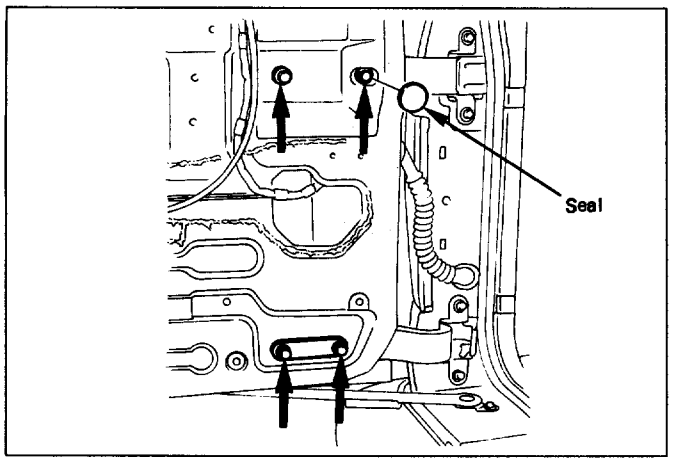
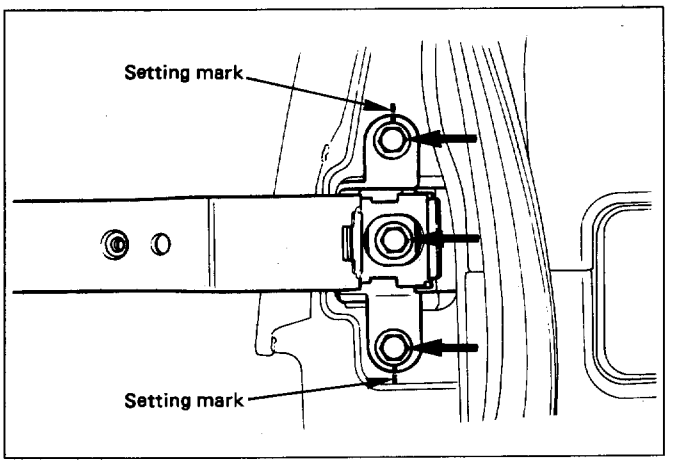

Fig. 10-142
Fig. 10-143
5. **Tailgate fixing bolt (Fig. 10-142)**
6. **Tailgate assembly (LH)**
7. **Tailgate hinge (Fig. 10-143)**